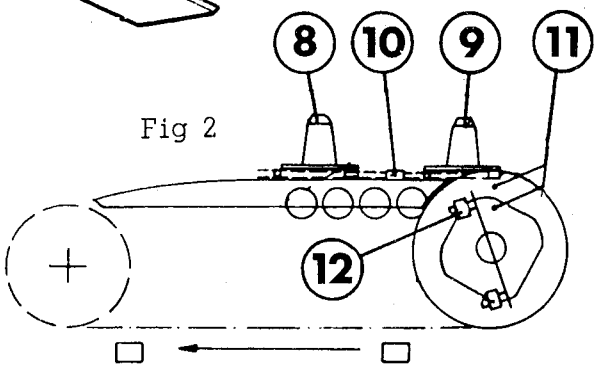

Fig 2
h) Make sure that the double chains are fitted acc. to fig 2 so that the drilled location holes in the sprocket and the flat axle of jaw No 10 are lined up opposite one another.